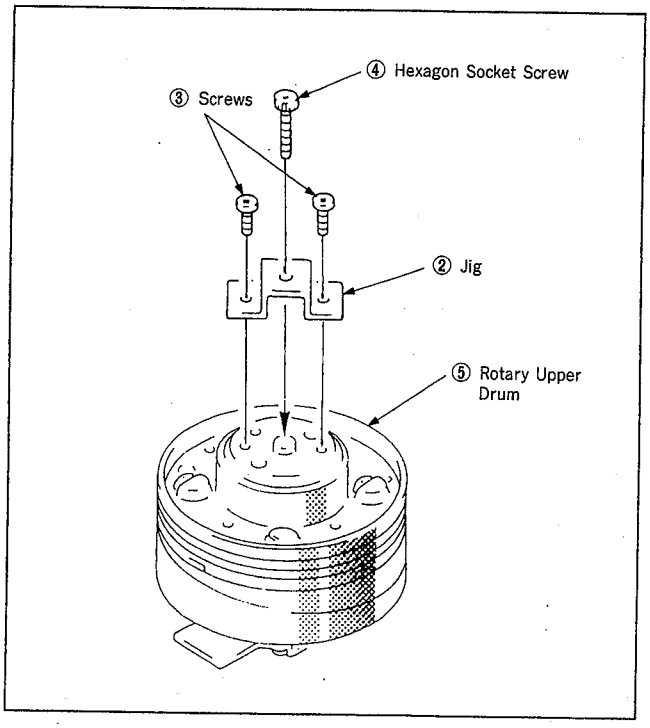

Fig. 29
2) Mount the jig ② (Ref. No. J-8) with the two supplied screws ③, then screw the attached hexagon socket screws ④ to the jig ②. The rotary upper drum ⑤ will move upward and come off (Fig. 29).